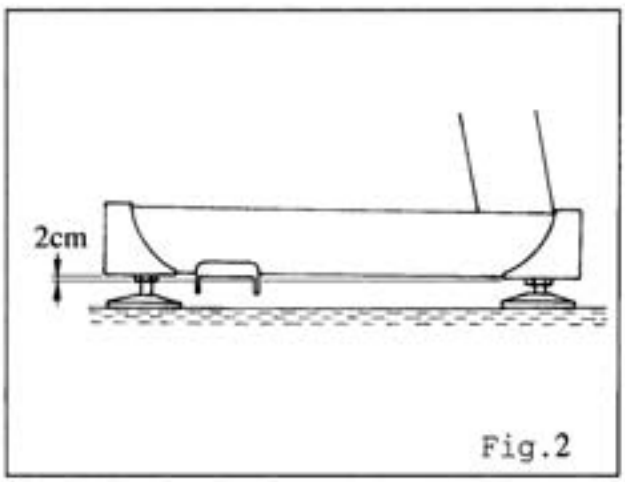

Fig.2
(2) 在安装脚架时，前脚请比后脚稍微调高2cm。（图2）
(2) When installing foot stand, the front feet must be 2cm higher than rear feet.(Fig.2)